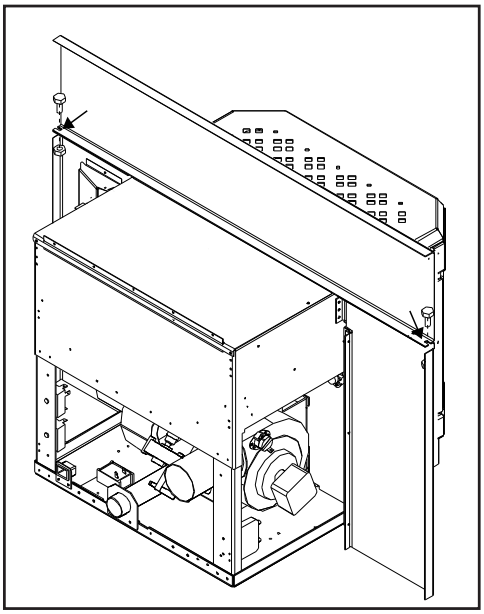

Figure 35: Assembling the Surround Panel, back view.
6. Insert each side panel anchor bolt through the top panel into the corresponding side panel holes and tighten using a $^{7}/_{16}$" wench or socket (refer to Figure 35).